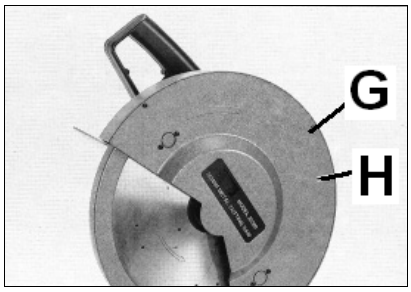

Fig 6
Lösen Sie die 3 Schrauben (G, Fig 6) und entfernen Sie den Blattschutz (H).